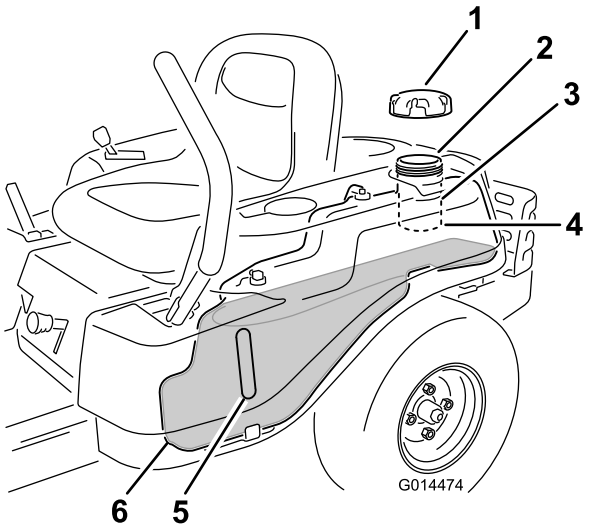

Figure 9
Note: You can use the fuel window to verify the presence of gasoline before filling the tank (Figure 9).
2. **Slowly** add gasoline until the fuel reaches the base of the filler neck (Figure 9).